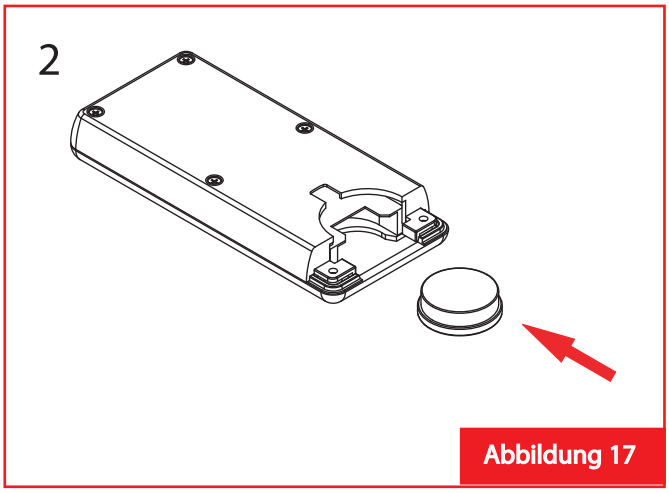

Abbildung 17
2. Auf die korrekte Richtung der Batteriemontage achten, sonst läuft der Beschlag nicht gut (Abbildung 17).